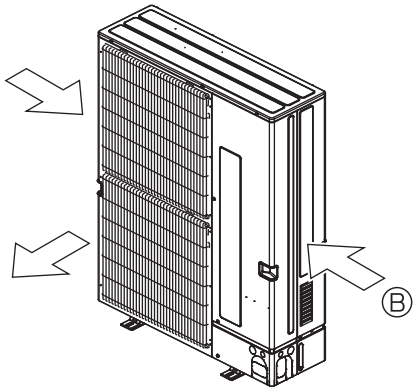

Fig. 12-1-2b
② Position the unit so that the air outlet blows perpendicularly to the seasonal wind direction, if possible. (Fig. 12-1-2b)